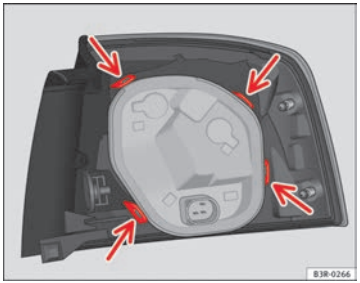

Fig. 228 Securing the bulb holder in the tail light unit
– Check that all four retaining tabs ⇒ Fig. 228 -arrows- have engaged.